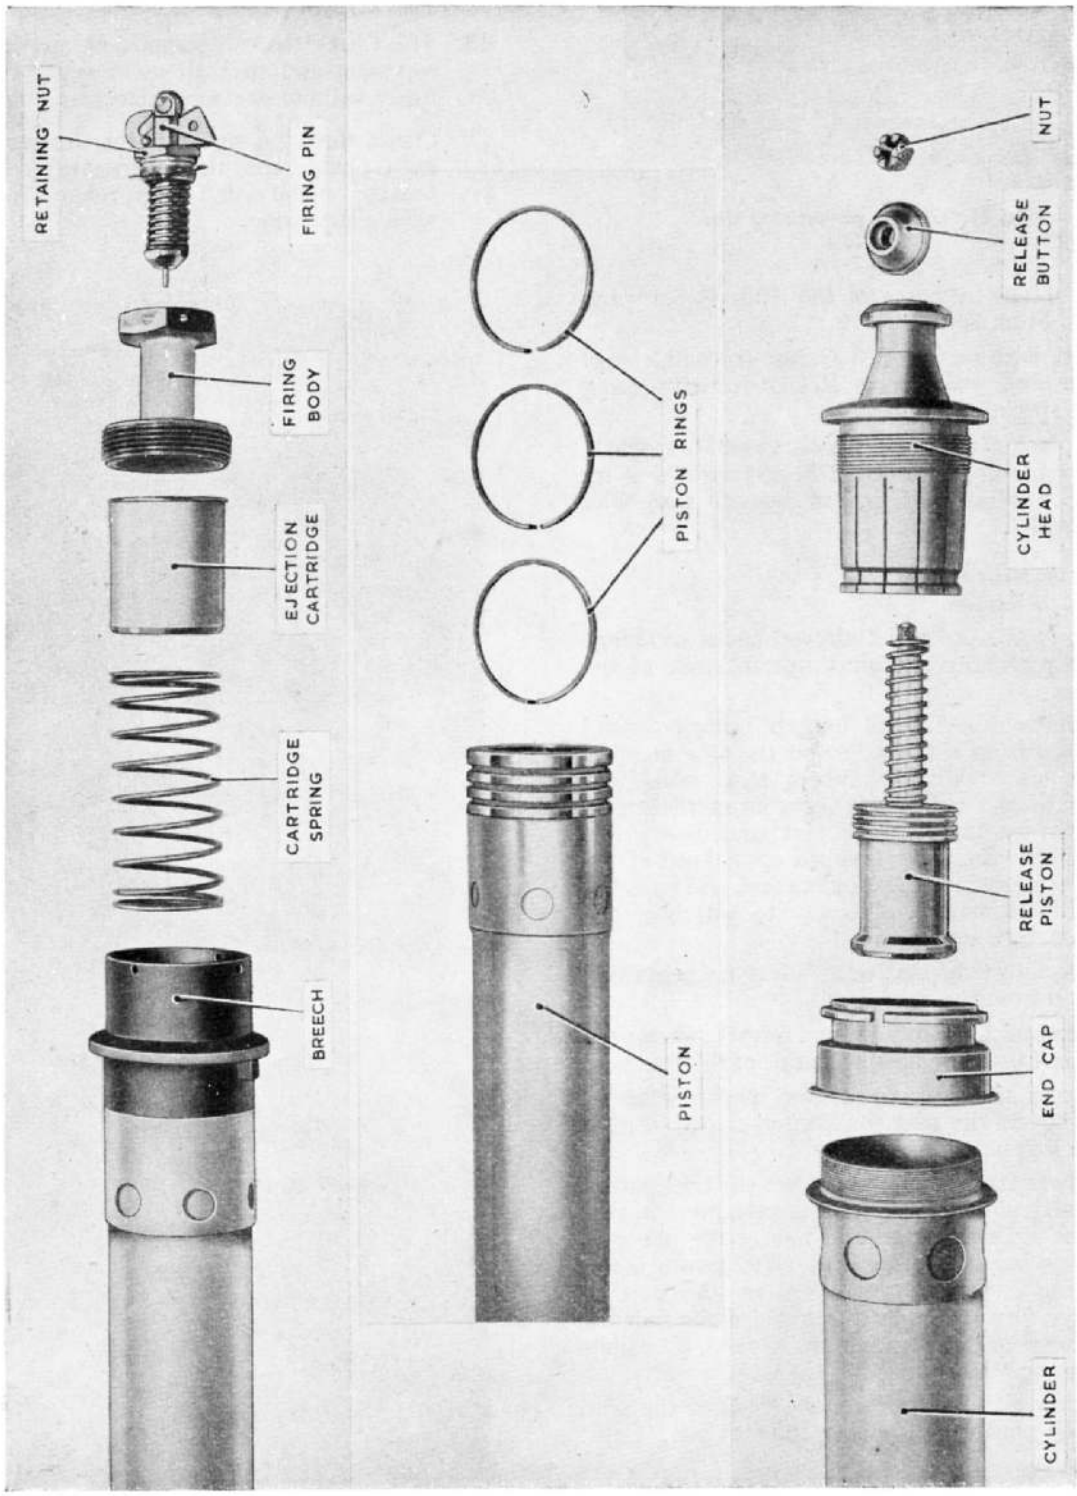

Fig. 10. Ejection gun components
(4) If the action of the firing pin when checked as described in sub-para. (3) is unsatisfactory, the retaining nut (fig. 10) should be unscrewed with a $\frac{5}{8}$ in. box spanner, after the tab of the brass locking washer is bent down, and the firing pin assembly should be renewed complete with a new locking washer. Ensure that the locking washer tab already bent down engages the slot in the top of the firing body, and after the retaining nut has been firmly screwed down, one of the other tabs should be bent up to lock it.
(5) Repeat the checks described in sub-para. (3).